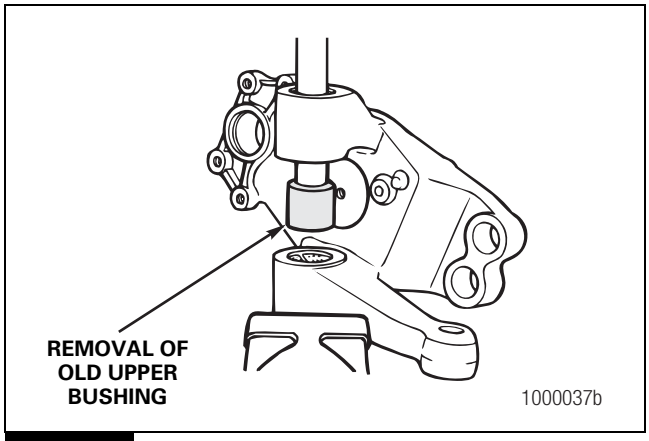

Figure 4.30
C. Install the tool into the upper king pin bushing and press it from the knuckle bore. Figure 4.30.